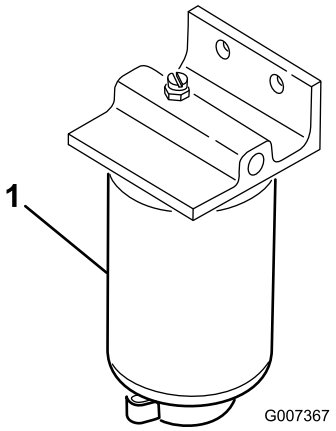

**Figur 46**
1. Anbring en ren beholder under brændstoffilteret (Figur 46).
2. Rengør området, hvor filterskålen monteres (Figur 46).